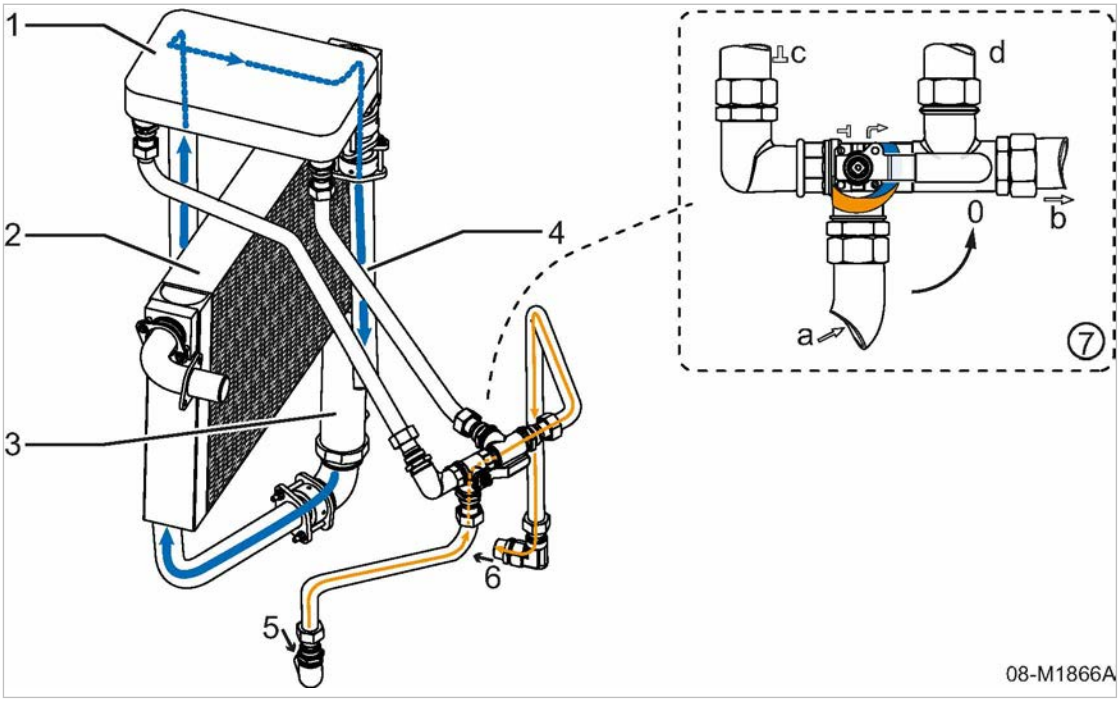

Fig. 31 Heat exchanger with bypass operation (no compressed air heating)
For details about the directional control valve, see Fig. 31, item 7.